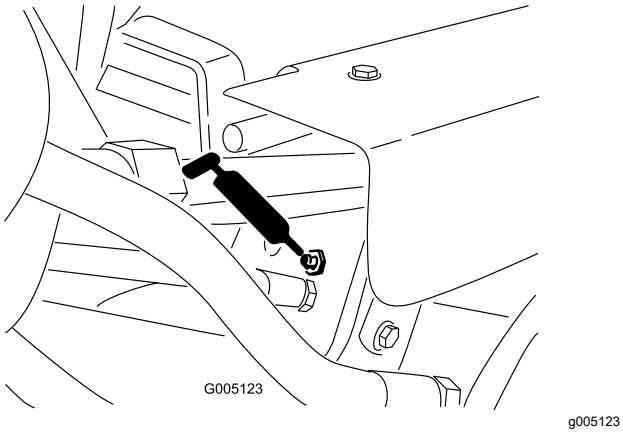

Figure 36
- Vérins de levage (3) (Figure 36)